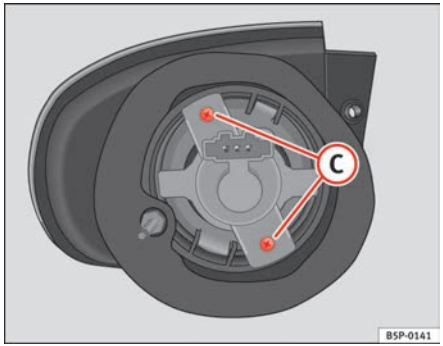

Fig. 192 Indicator lights
– Unscrew the bolts ⇒ page 260, fig. 192 (C) from the lamp holder and pull on this.
– Unscrew the bolts ⇒ fig. 192 (c) from the lamp holder and pull on this.